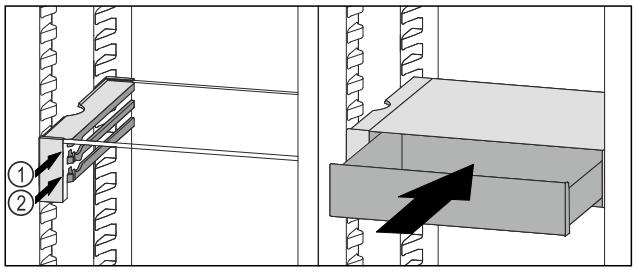

*Fig. 131*
▶ Nasaďte zásuvku VarioSafe za zarážky na požadovaném žebru *Fig. 131 (1)* nebo *Fig. 131 (2)*.